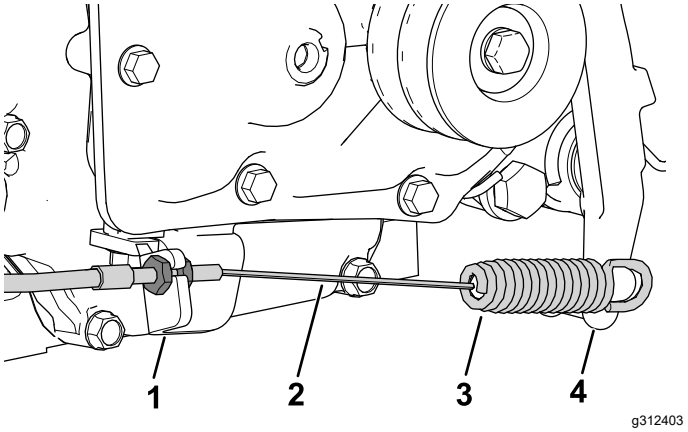

Figuur 5
5. Monteer de koppelingskabel aan de koppelplaat (Figuur 5).
6. Monteer het veeruiteinde van de koppelingskabel aan de koppelingshendel (Figuur 5).